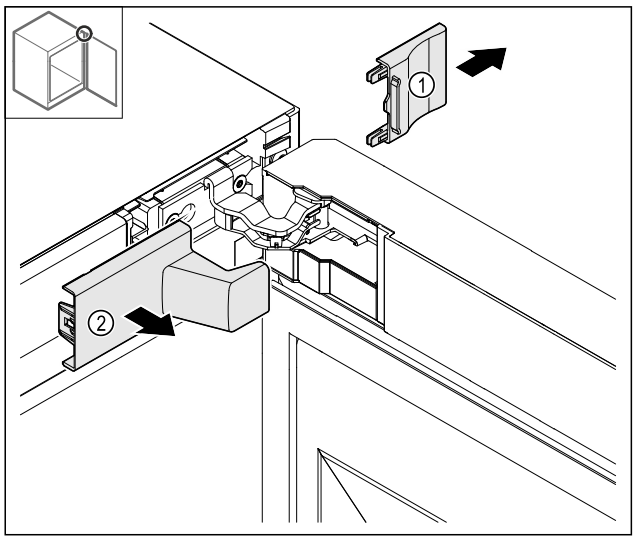

Fig. 8
▶ Îndepărtați capacul *Fig. 8 (1)* și apoi *Fig. 8 (2)*.